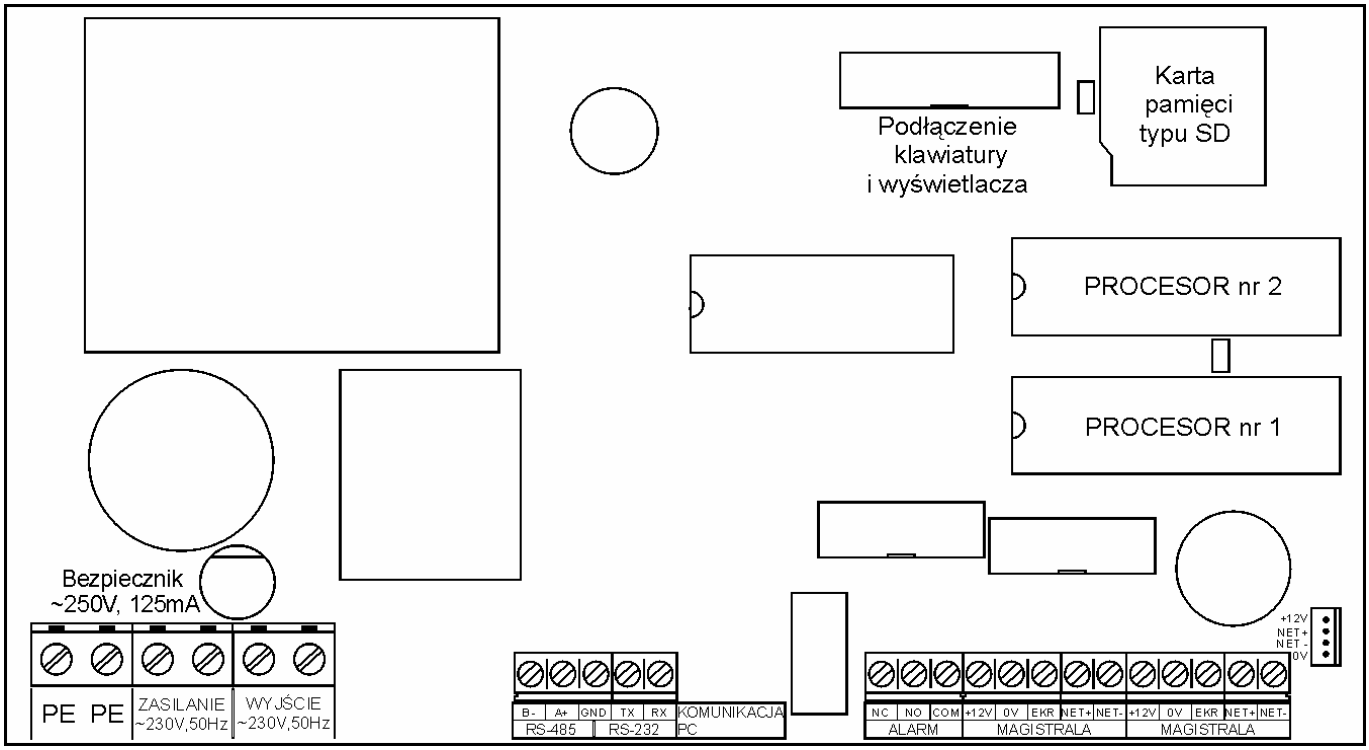

Rysunek 1 Rozmieszczenie zacisków i złączy pulpitu WGJ-8
- Przewody szalek ważących podłączyć zgodnie z opisanymi zaciskami (+12V, 0V, NET+, NET-). Patrz rysunek 1 i 4.